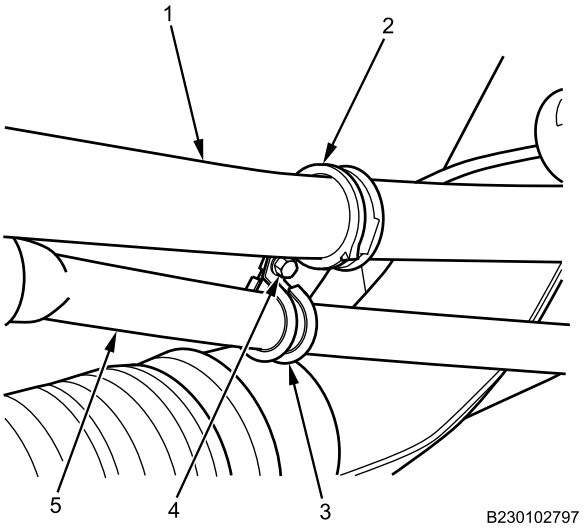

Figure 2. Oil Gauge Tube and Transmission Dipstick Retainer.
2. Remove bolt and nut (Figure 2, Item 4) securing retainers (Figure 2, Item 2 and 3), and separate transmission dipstick tube (Figure 2, Item 5) and oil gauge tube (Figure 2, Item 1).